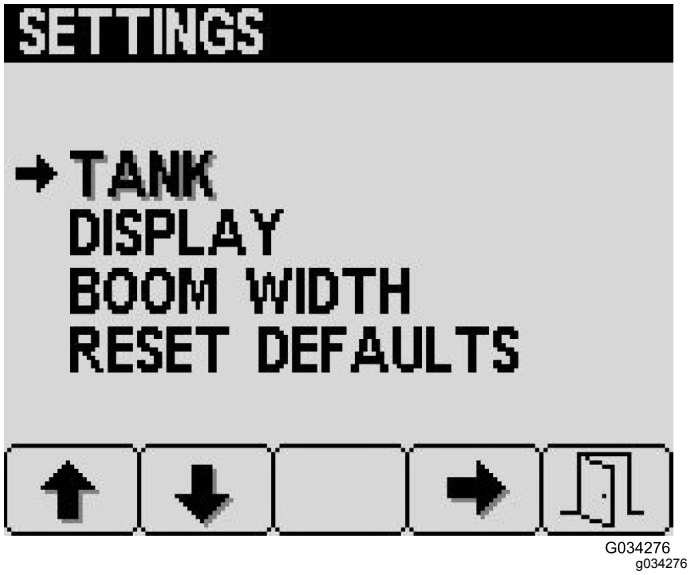

Figur 25
1. På skærmen Indstillinger skal du trykke på knap to for at navigere til muligheden Tank og så trykke på knap fire for at vælge Tank (Figur 25).